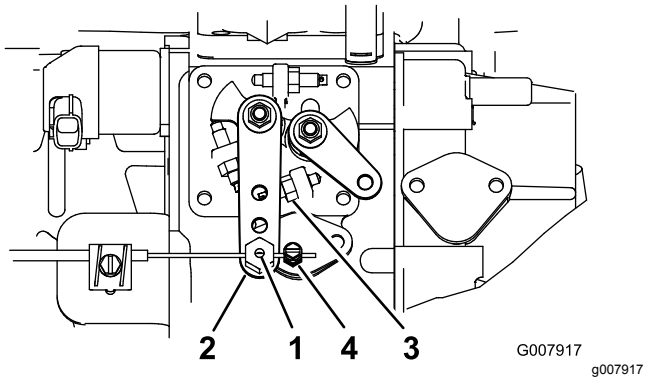

Рисунок 50
2. Ослабьте соединитель на тросике дроссельной заслонки рядом с рычагом насоса для впрыска топлива (Рисунок 50).
3. Удерживайте плечо рычага насоса для впрыска топлива прижатым к упору высокой частоты холостого хода (Рисунок 50).